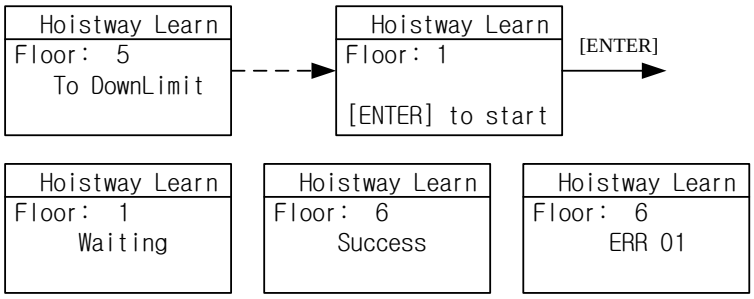

Figure 8.1 Hoistway Parameter Self-Learning Procedures
4) Enter elevator hoistway self-learning menu through digital operator, follow the learning procedures shown below in Figure 8.1.